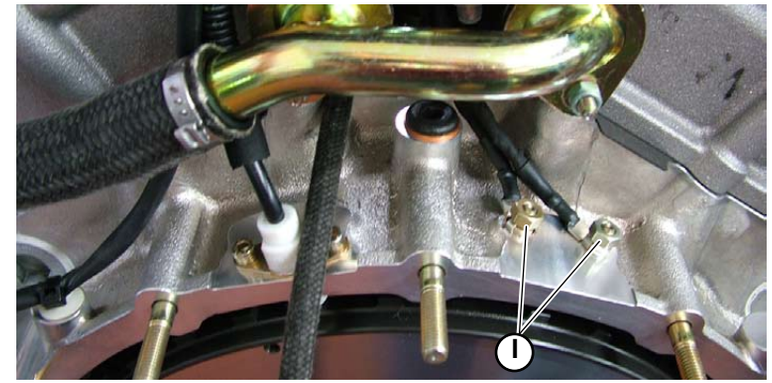

Fig.8
8. Remove the 2 screws (**I-Fig.8**) securing the grounds onto the crankcase.